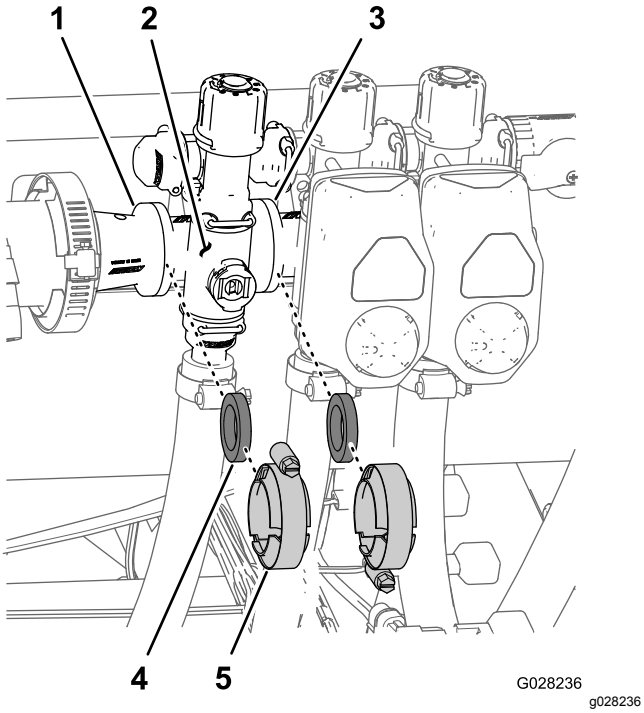

Rysunek 73
1. Zdejmij obejmy i uszczelki mocujące rozgałęźnik zaworu sekcji (Rysunek 73) do sąsiedniego zaworu sekcji (w przypadku zaworu lewej sekcji oraz złącza redukcyjnego).